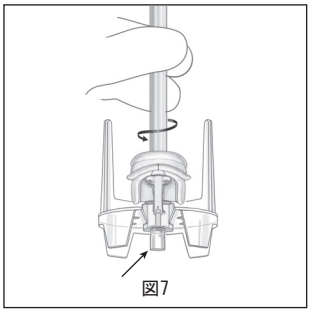

図7
7. 固定されたら、挿入用ツールを使用して容器からスリーブと弁を取り出します。図のように、バルーンイントロデューサ近位端が弁のホルダーから突き出ていることを確認します。これはデリバリーシステムと確実に接続していることを確認するために必要です（図7）。